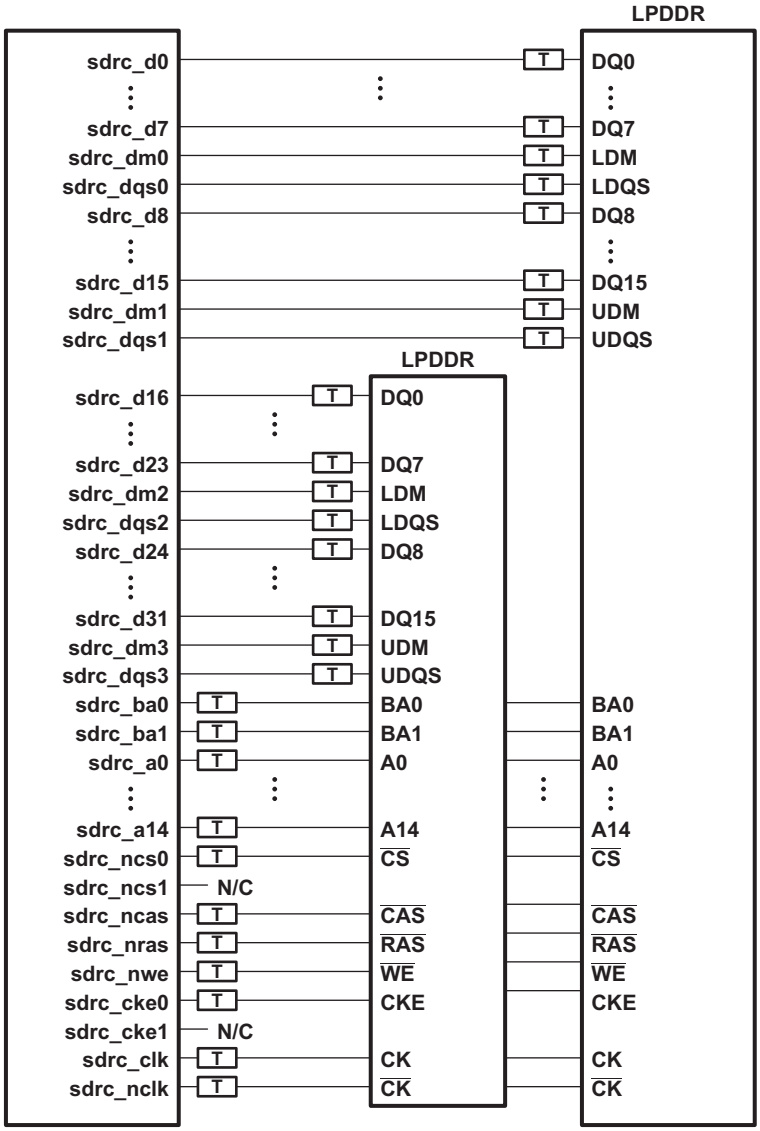
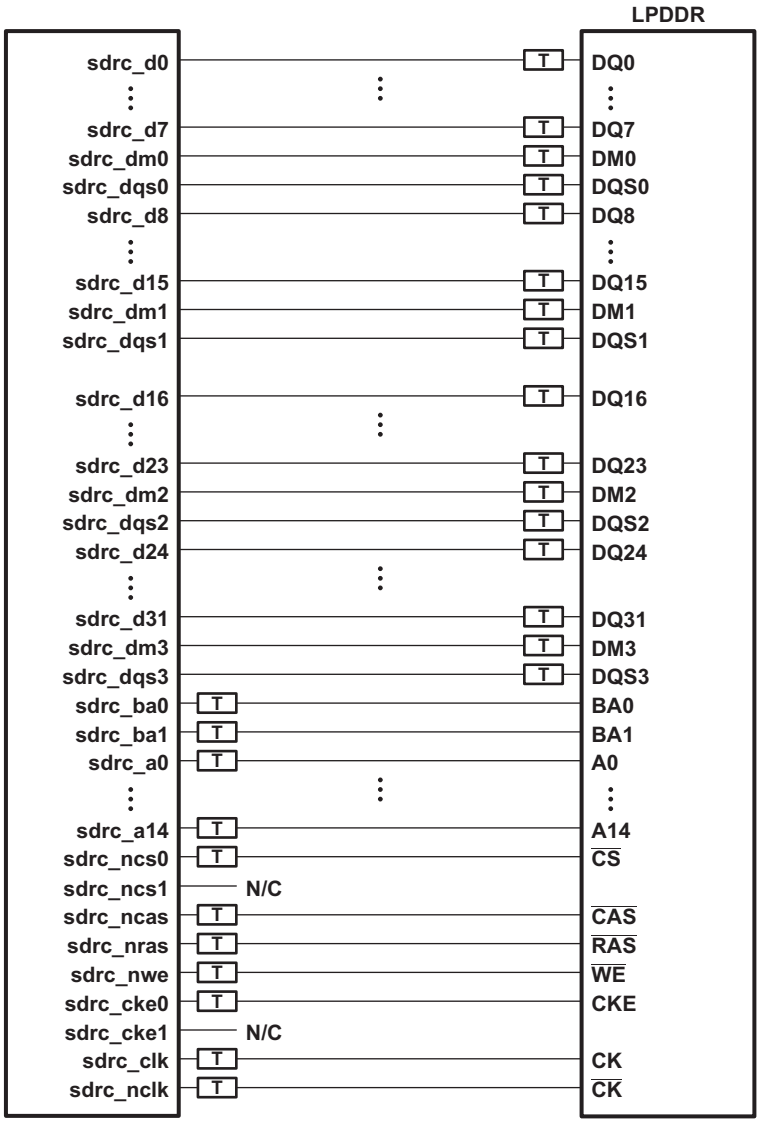

Figure 6-17. DM37x LPDDR High Level Schematic (x16 memories)
Figure 6-18. DM37x LPDDR High Level Schematic (x32 memory)
Figure 6-17 and Figure 6-18 show the LPDDR interface schematics for a LPDDR memory system. The 1 x16 LPDDR system schematic is identical to Figure 6-17 except that the high word LPDDR device is deleted.
(1) See Figure 6-17 for dimension definitions.
(2) Measurements from center of device to center of LPDDR device.
(3) For 16 bit memory systems it is recommended that Y Offset be as small as possible.
(4) LPDDR keepout region to encompass entire LPDDR routing area.
(5) Non-LPDDR signals allowed within LPDDR keepout region provided they are separated from LPDDR routing layers by a ground plane.